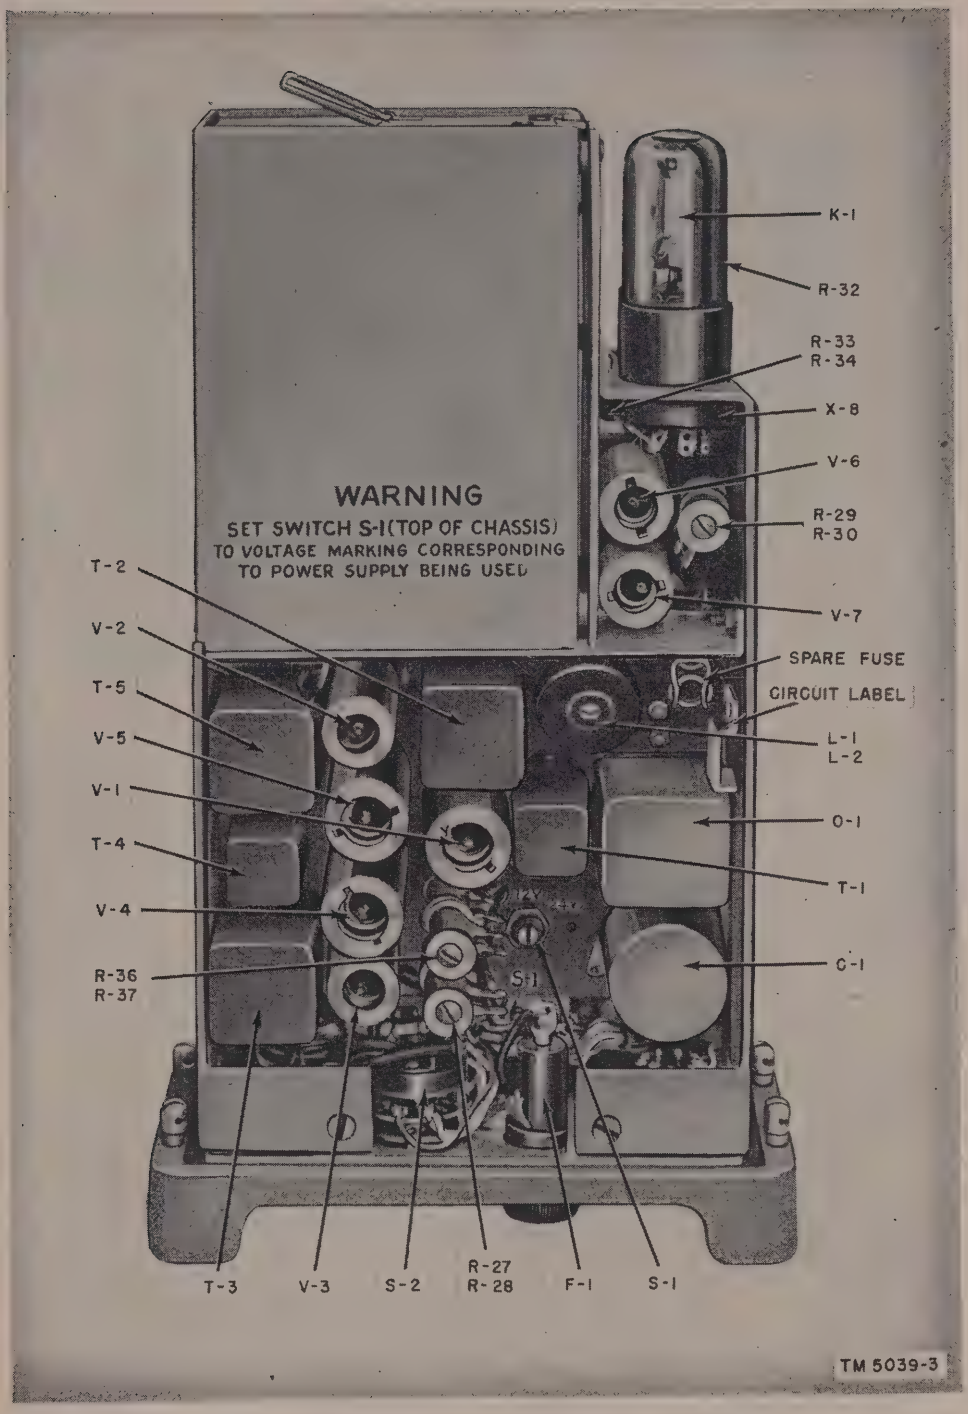
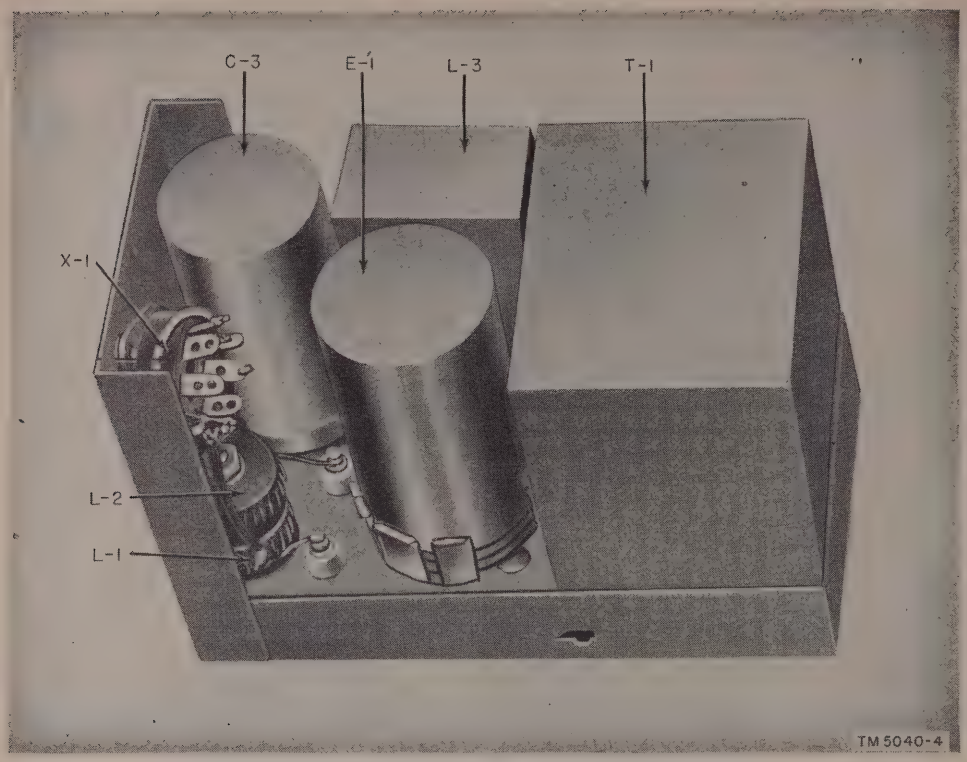

Figure 47. AF Amplifier AM–65/GRC, top view of chassis.
Figure 48. Power Supply PP–282/GRC, top view of chassis.
(1) When no output is obtained with the selector switch in any of its three positions, operate the chest set that is connected to the panel of the amplifier and listen for a voice signal in the headset. If a voice signal is heard, check all cables for proper connections and check the wiring in the mounting and interphone box for continuity (pars. 84 and 86.) If no signal is heard at the panel, check V–1, thermal relay K–1, and ballast resistor R–32 in the amplifier (par. 85 and fig. 47). Should these components fail to disclose the trouble, check vibrator E–1 in the amplifier power supply (par. 85 and fig. 48).
(2) When no output is obtained with the selector switch in the INT position, but outputs are noted in the other two positions of the selector switch, operate the chest set at the panel of the amplifier. Listen for a voice signal in the headset. The presence of a signal at this point indicates a fault in the interconnecting cables (par. 86), or in the wiring of either the mounting or the interphone box (par. 84). Should no signal be present at the panel of the amplifier, check amplifier tubes V–4 and V–5.
(3) When no output is obtained with the selector switch in the first position (SET 1+INT), or in the third position, but is heard in the center position, check V–2 and V–3 in the amplifier, respectively. Should these checks fail to reveal the fault, refer to paragraphs 84 and 86.
a. Fuse. The panel-mounted fuse may be removed by unscrewing the fuse cap which also serves as a fuse extractor. A spare fuse is located in a fuse clip on the amplifier chassis (fig. 47).
b. Thermal Relay and Ballast Tube. Thermal relay K–1 and ballast tube R–32 are mounted in a horizontal position at the rear of the amplifier chassis (fig. 47). After removing the panel-chassis assembly from the case, remove the relay or ballast tube with a straight horizontal pull. Do not rock or jiggle the component in its socket; the socket prongs may be damaged.
(fig. 47). To remove any tube, first remove the tube shield and then use a tube puller. Do not rock or jiggle a tube in its socket; the tubes are easily damaged by careless handling.
d. Plug-in Power Supply. Although it can be replaced as a single unit, the plug-in power supply is not furnished as a running spare. However, a spare is provided for the vibrator within the power supply (fig. 48). Remove the amplifier case and replace the vibrator as follows:
(1) Loosen the clamp at the rear of the power supply compartment and swing it out of the way.
(2) Grasp the handle at the rear of the power supply unit and pull straight out.
(3) Remove the three green screws which fasten the top cover on the power supply chassis.
(4) Using the handle on the cover, lift the cover off with a straight upward movement. If the cover is stuck, use a small screw driver and gently pry the cover.
(5) Pull the vibrator (fig. 48) out of its socket with a straight upward movement. Do not rock or jiggle the vibrator while attempting to remove it from its socket. If necessary, use a small screw driver to gently pry the vibrator out of its socket, but take care not to enlarge the ring clip which holds the vibrator near the base.